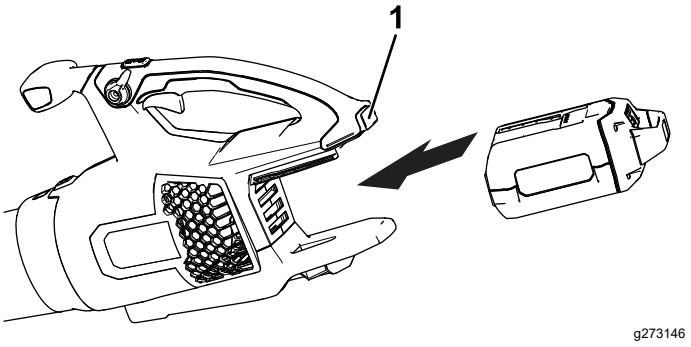

**Figure 6**
2. Alignez le creux de la batterie sur la languette du corps du manche (Figure 6).
3. Tenez la batterie par la poignée et poussez-la dans la poignée de l'outil jusqu'à ce que le verrou s'enclenche en position (Figure 6).